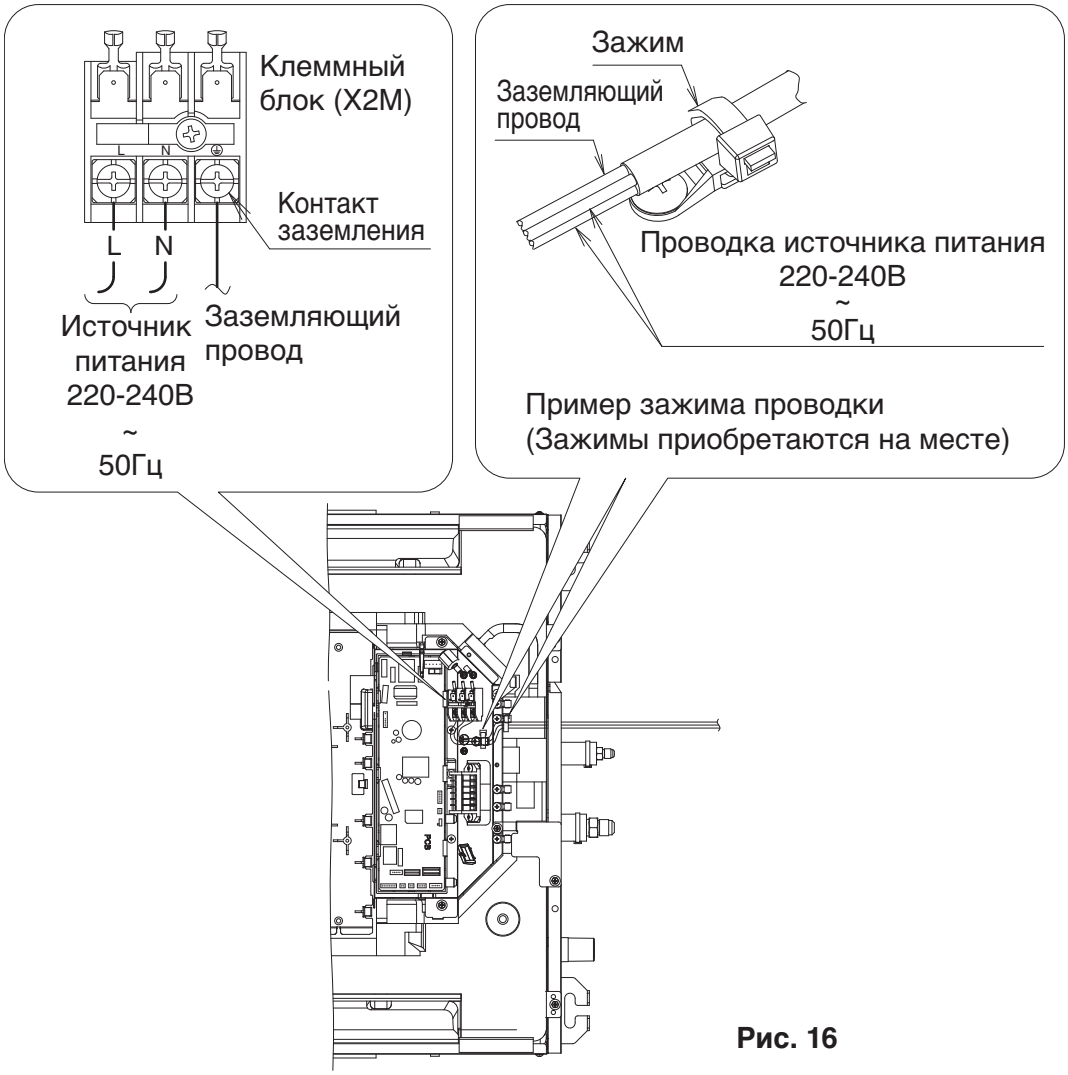

Рис. 16
Подключите заземляющий провод к контакту заземления. **(См. Рис. 16)**
- Надежно зажмите проводку питания, чтобы избежать натяжения проводов. **(напр., Рис. 16)**